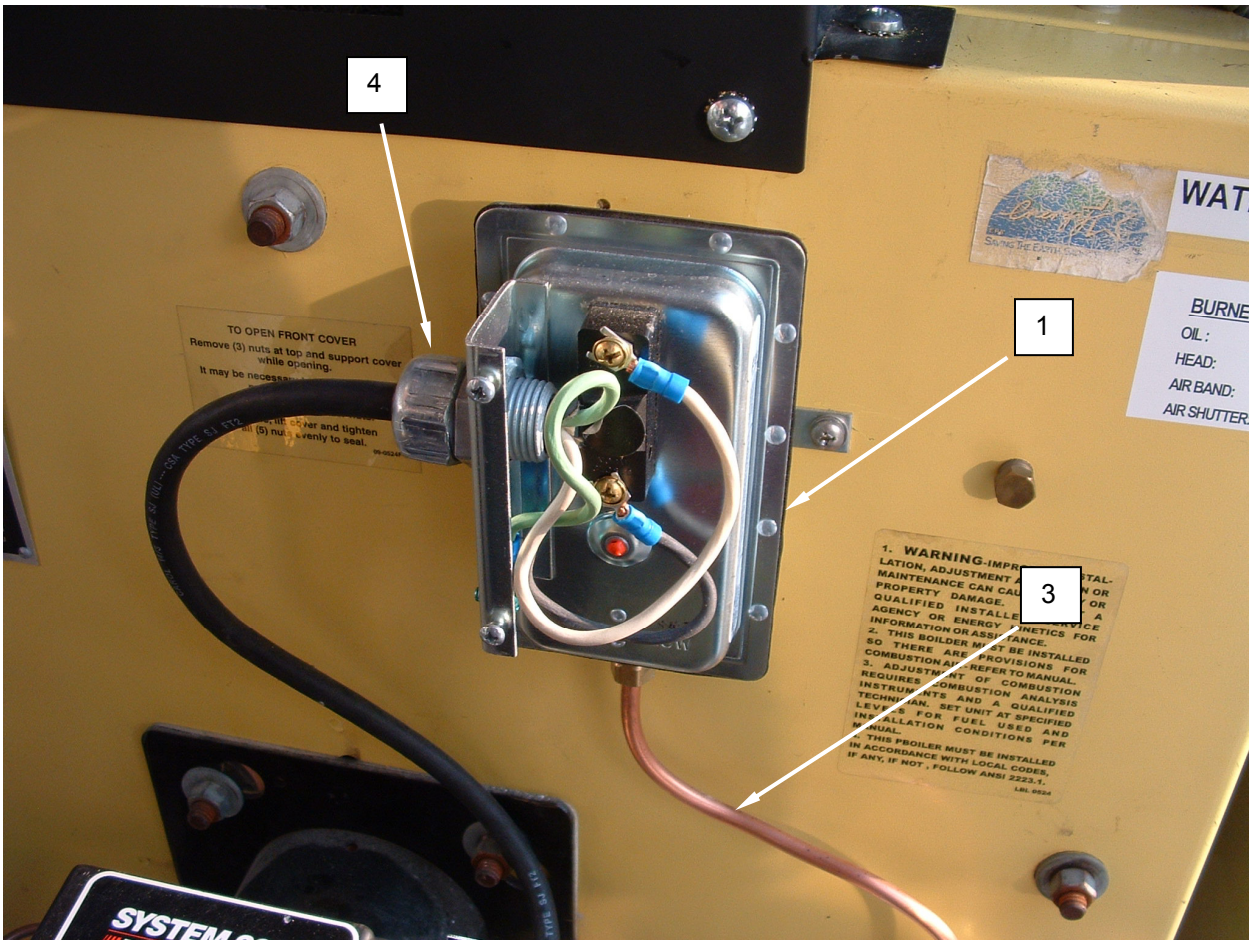

Figure 2. Replace the Exhaust Gas Sensor.
2. Remove cover from exhaust gas sensor **(Figure 2, Item 1)**.
3. Loosen compression nut and disconnect copper tubing **(Figure 2, Item 3)** from exhaust gas sensor **(Figure 2, Item 1)**.
4. Tag and disconnect wiring from exhaust gas sensor **(Figure 2, Item 1)**.
5. Remove conduit **(Figure 2, Item 4)**.
6. Remove screws retaining exhaust gas sensor **(Figure 2, Item 1)** to boiler and remove exhaust gas sensor.
7. Install replacement exhaust gas sensor **(Figure 2, Item 1)**, and retain with screws.
8. Connect copper tubing **(Figure 2, Item 3)** to replacement exhaust gas sensor and secure with compression nut.
9. Remove cover from replacement exhaust gas sensor **(Figure 2, Item 1)**.
10. Install conduit **(Figure 2, Item 4)** onto replacement exhaust gas sensor **(Figure 2, Item 1)**.
11. Connect wiring to replacement exhaust gas sensor **(Figure 2, Item 1)** as tagged.